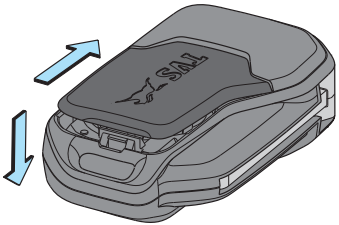

Fig. 16
- Insert the cover key fob from the front shown in the figure and gently press the cover from the top to fix it back **(ref. Fig. 16)**.